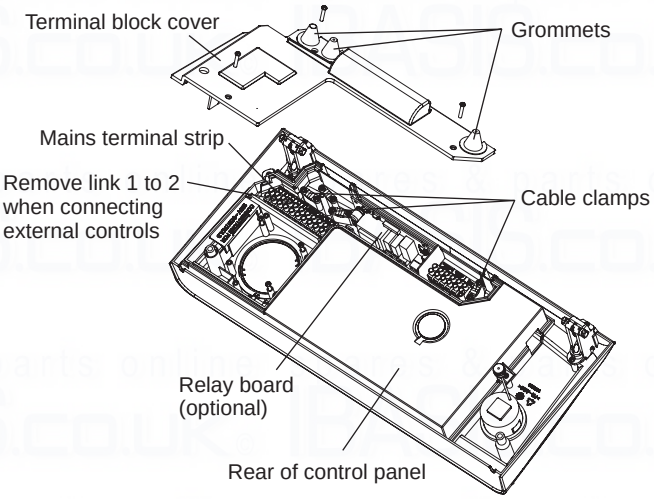

Fig. 4.15
4.10 CONNECT THE MAINS SUPPLY - Fig. 4.15
Remove the three screws securing the terminal block cover from the back of the control box (see Fig. 4.15).